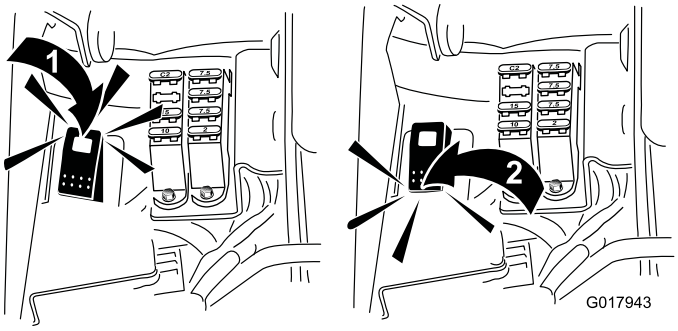

Figur 53
5. För slipningsbrytaren till bakåtläget (R) (Figur 53).